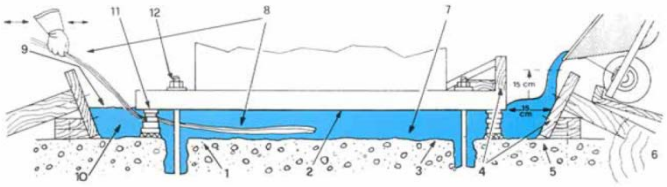

Рисунок 1: Схема применения MasterFlow 980 для высокоточной цементации оборудования.
4. Опалубка должна быть изготовлена из прочного водонепроницаемого материала в целях предотвращения вытекания состава MasterFlow 980 и должна быть надежно заанкерована и подперта для того, чтобы выдержать давление состава после заливки и выравнивания. Со стороны, откуда будет заливаться MasterFlow 980, следует предусмотреть зазор в 150 мм между опалубкой (см. рис.1) и основанием станины оборудования. С боковых сторон следует предусмотреть зазор не менее 50 мм между опалубкой и боковыми сторонами станины.